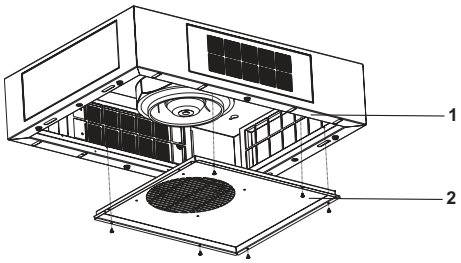

Abb. 9
5. Den Motorboxdeckel mit 6 Schrauben an die Motorbox montieren. (Abb. 9).